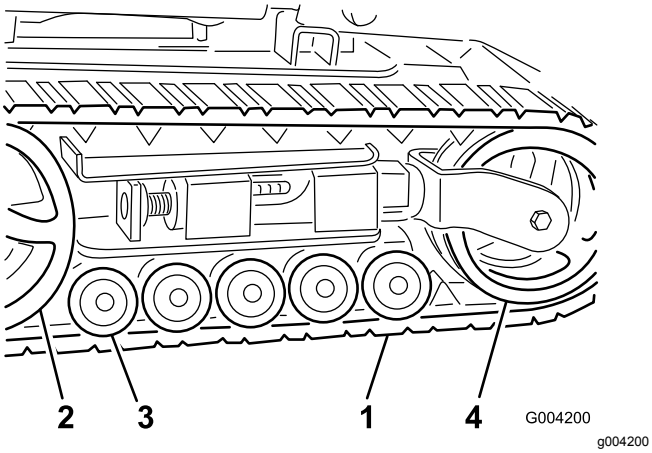

**Figur 45**
***Viktigt:*** **Rengör hjulen, spännhjulet och drevet helt och hållet (Figur 45). De vanliga hjulen ska rotera fritt när de är rena.**